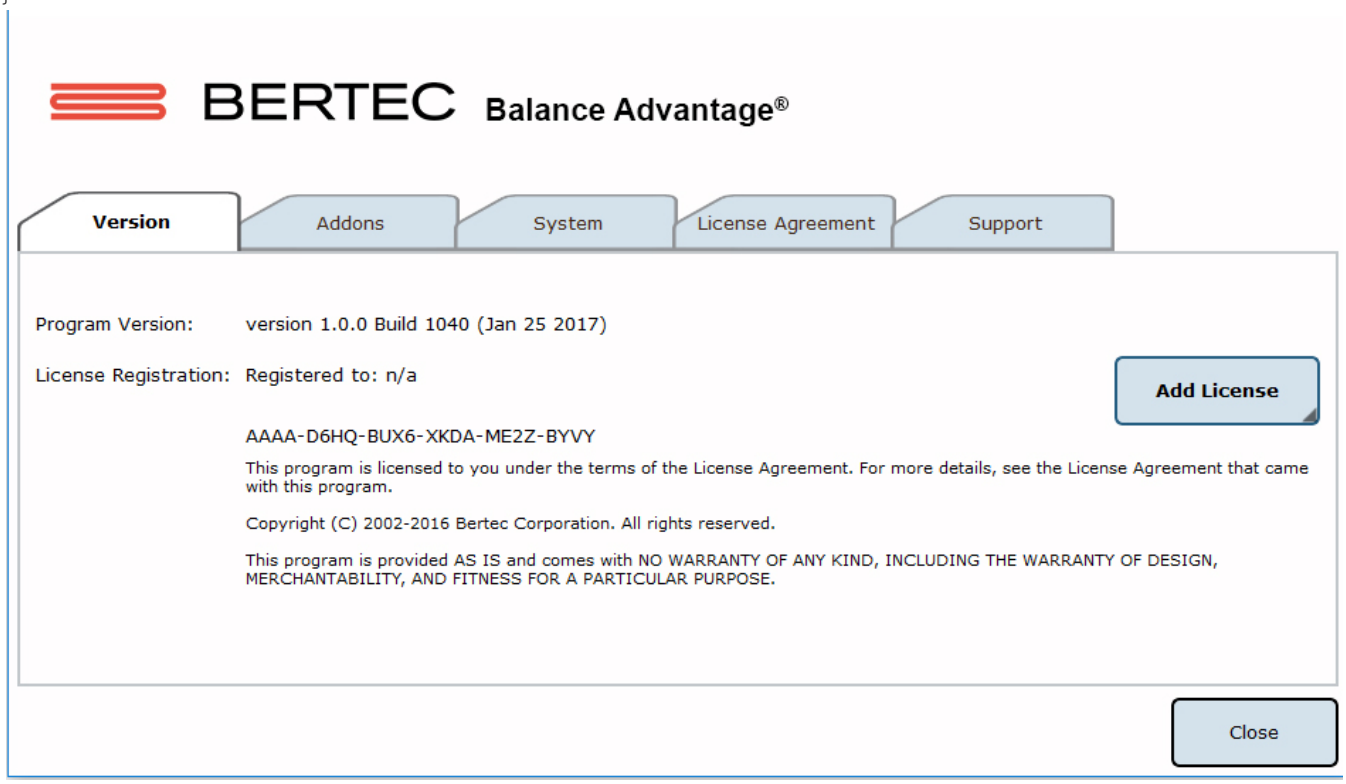

Abbildung C1: Das Registerkartenfenster „About" („Info").
**Über Bertec® Balance Advantage®:** Durch Anklicken dieser Option öffnet sich ein neues Fenster, wie in Abbildung C1 gezeigt. Im neuen Fenster werden fünf unterschiedliche Registerkarten angezeigt: Version, Addons, System, Lizenzvereinbarung (License Agreement) und Kundendienst (Support). Diese Registerkarten werden auf den folgenden Seiten beschrieben und sind jeweils unterstrichen.